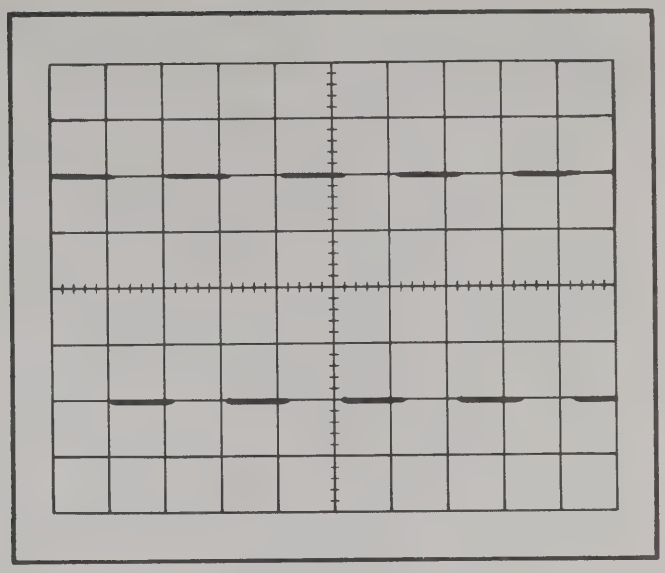

Fig. 5-2. Typical CRT display showing correct vertical gain. Vertical deflection, 0.05 volts/division.
e. CHECK—CRT display four divisions ±0.12 division, in amplitude (error ±3%; see Fig. 5-2).